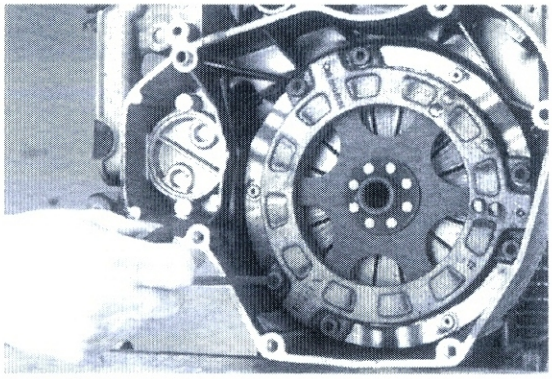
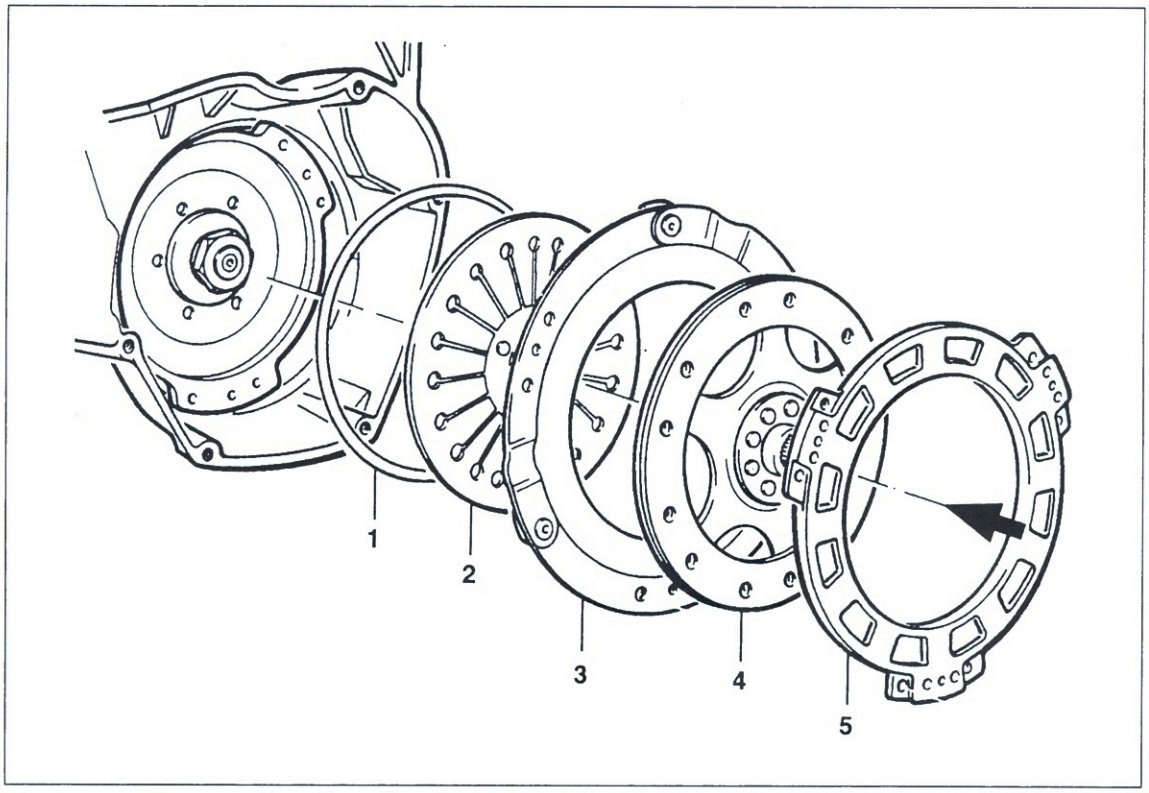
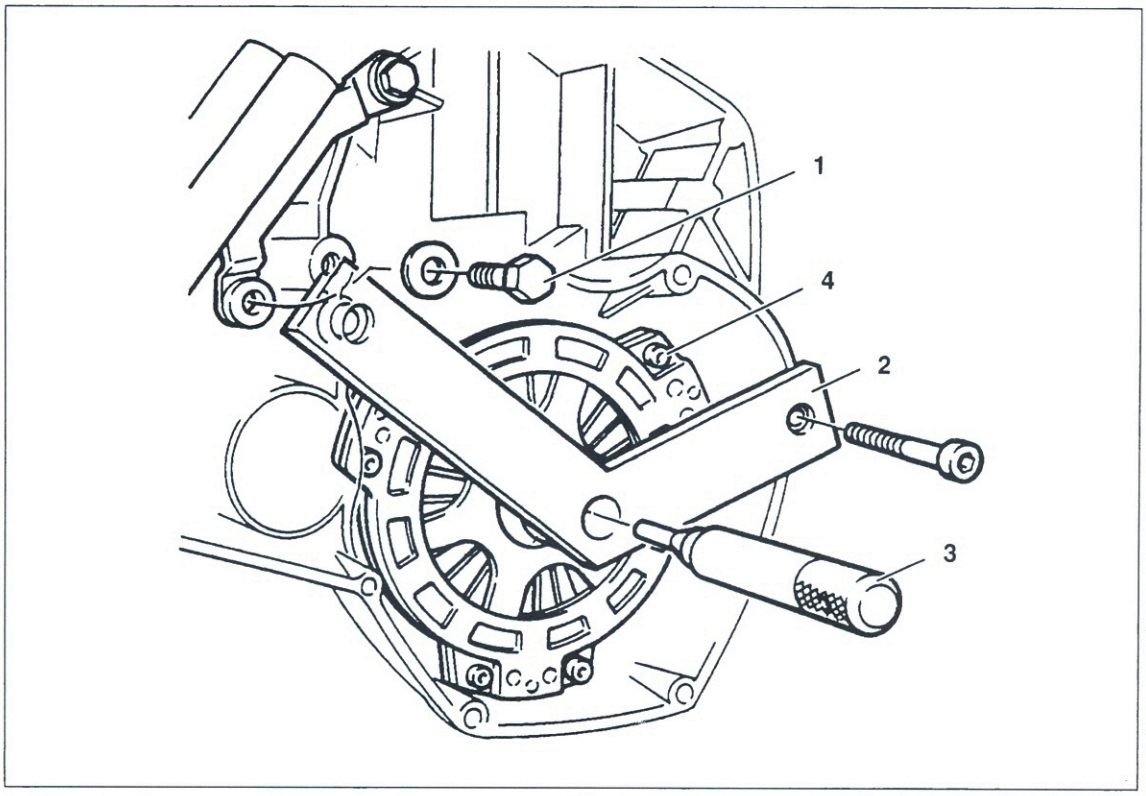

Bild 169
Bild 176
Bild 177
- Sechs Befestigungsschrauben (Bild 169) schrittweise über Kreuz ausdrehen. Gehäusedeckel, Kupplungsscheibe, Druckplatte, Tellerfeder und Drahtring herausnehmen.
ge (Bild 176).
- Drahtring und Tellerfeder ② Bild 176 in Kupplungsgehäuse einsetzen. Tellerfeder so einsetzen, dass Wölbung mit Druckstangen-Aufnahme nach aussen weist.
- ⚠ Druckplatte ③, Mitnehmerscheibe ④ und Gehäusedeckel ① so einlegen, dass Farbmarkierungen um 120° versetzt liegen.
- Befestigungsschrauben (Bild 169) locker eindrehen.
- Falls Motor eingebaut, untere Befestigungsschraube der Zündspulen ① Bild 177 ausdrehen.
- BMW-Zentriervorrichtung-Nr. 21 2 670 am Zwischenflansch befestigen und Mitnehmerscheibe mit zugehörigem Zentrierdorn ③ zentrieren.
- Befestigungsschrauben (Bild 169) gleichmässig über Kreuz festziehen (19 Nm).